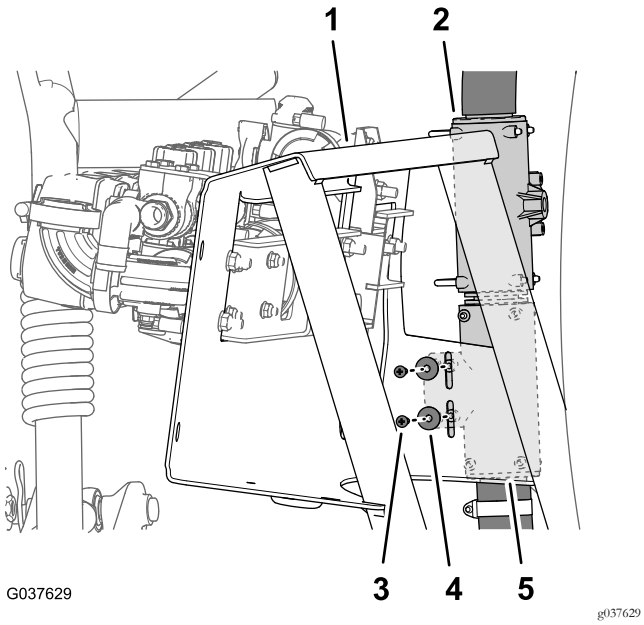

Figura 51
4. Alinee los orificios del acoplamiento en T inferior con las ranuras del panel de montaje de las válvulas (Figura 51).